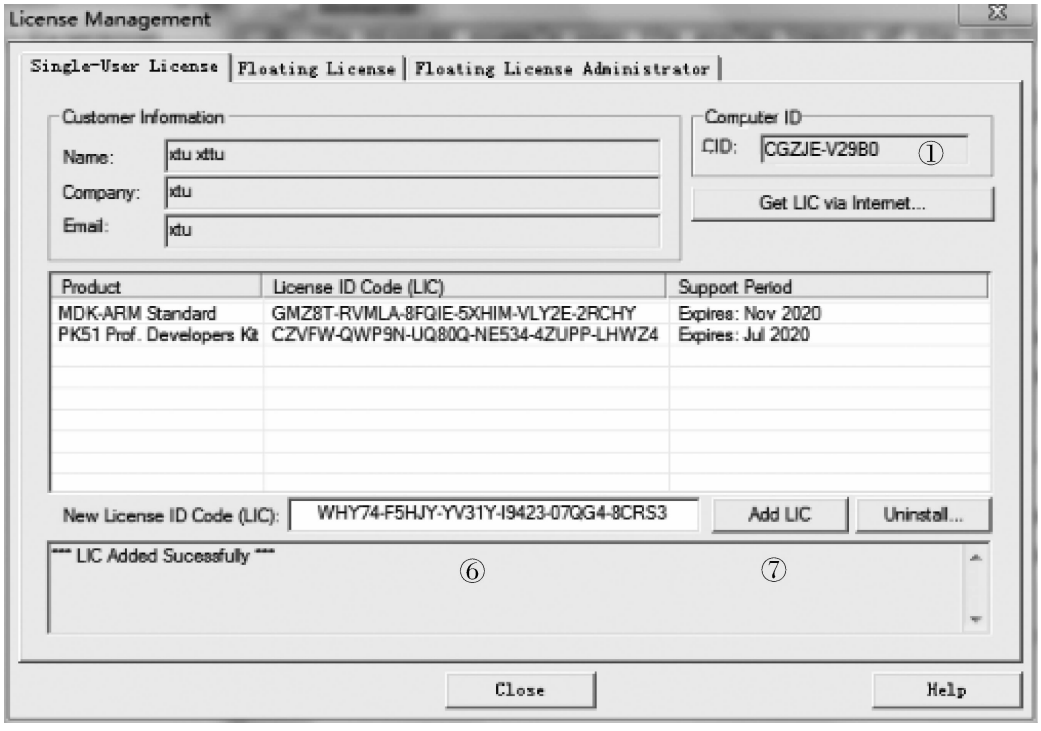
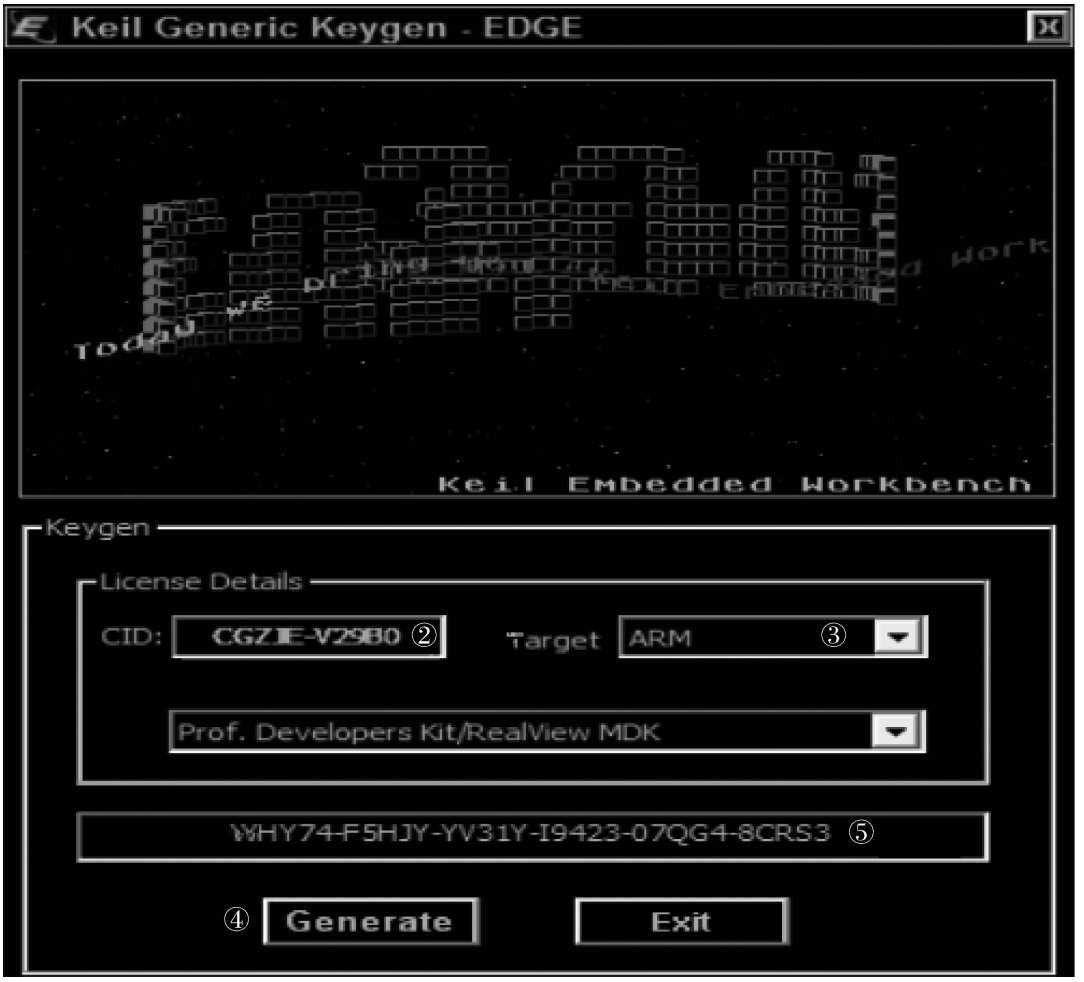

图 1-18　许可证管理
图 1-19　Keil μ Vision4 注册机
以管理员身份运行 Keil μ Vision4，按照图 1-18、图 1-19 中的步骤①～⑦完成注册。执行“File”→“License Management”命令，复制 CID(字符识别码)，在×××文件夹下找到 License Details，粘贴 CID 并选择 ARM，然后单击 Generate 按钮生成 LIC(授权文件)，最后将生成的 LIC 复制到 License Management 中并点击 Add LIC。